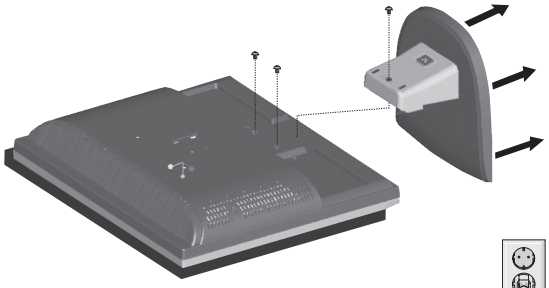

Рисунок R.2
3. Отверните 3 винта, крепящие монитор к подставке, и снимите подставку, как показано на рисунке (**Рисунок R.2**). Теперь монитор готов к установке другим способом.